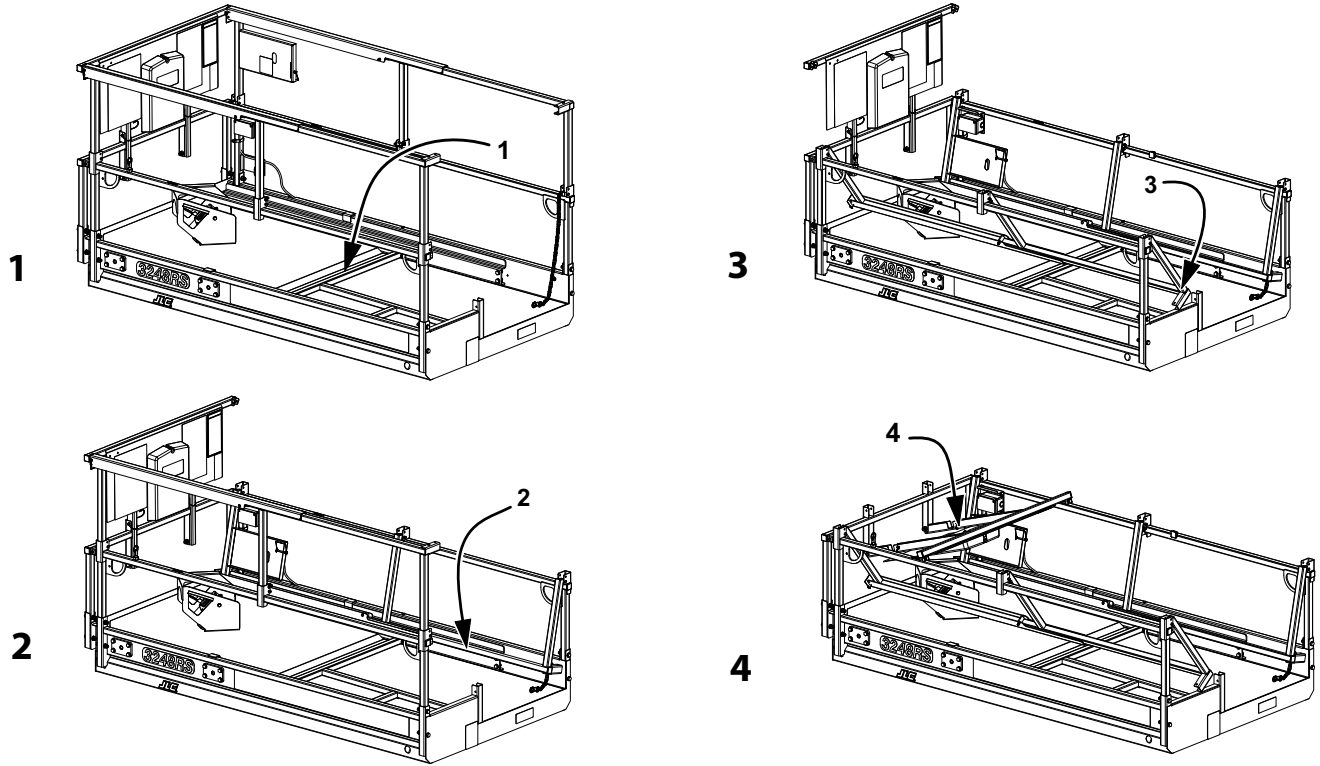
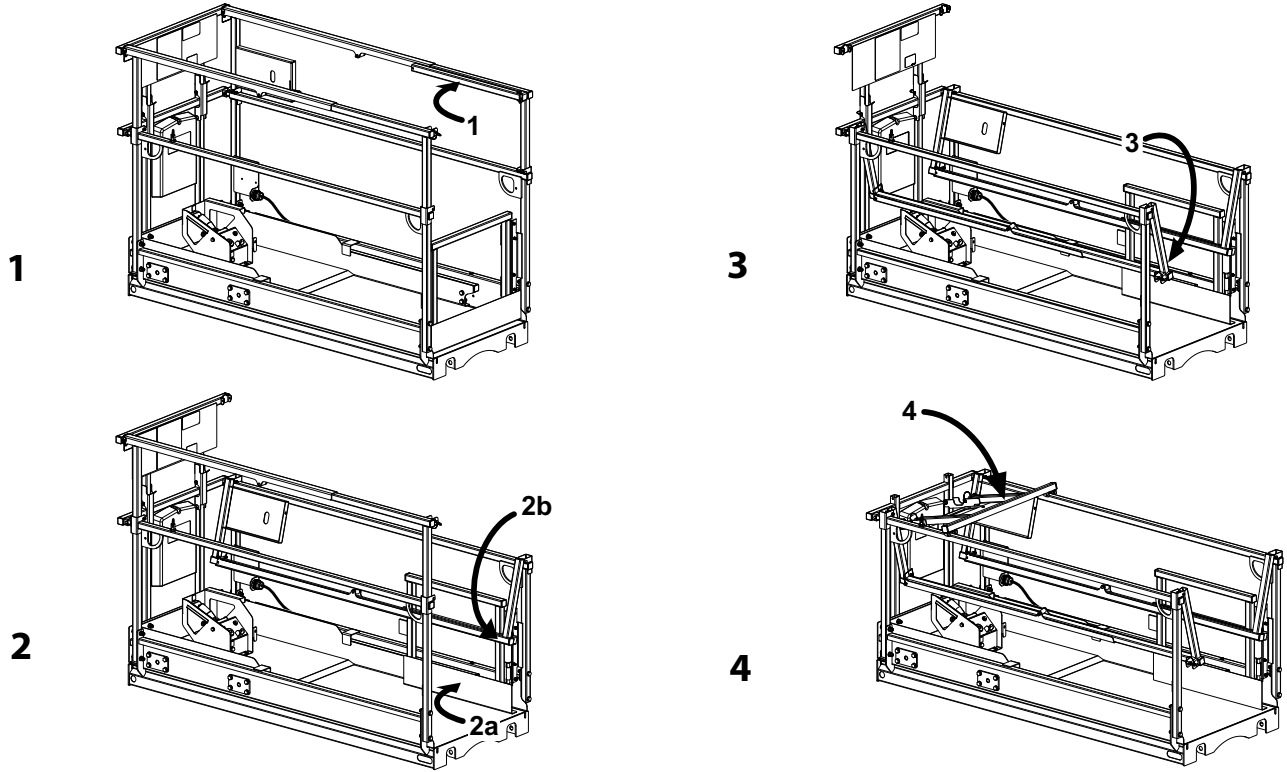

**Figure 3-10. Rails de la plate-forme - Ordre de repliage - 3248RS/10RS uniquement**
**Figure 3-11. Rails de la plate-forme - Ordre de repliage - 6RS (CE uniquement)**
*(Voir Figure 3-10. et Figure 3-11.)*
*(voir Figure 3-10. et Figure 3-11.)*
- D'abord - tirer les goupilles, **replier le rail du portillon arrière (1)**.
- Enfin - tirer les goupilles, replier **le rail d'extension de la plate-forme avant (4)**.